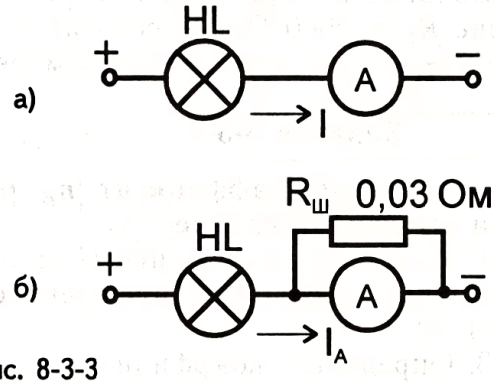

Рис. 8-3-3
1. Измерьте силу тока I в цепи по рис. 8-3-3, а.
2. Определите показание амперметра с шунтом I_A (рис. 8-3-3, б).